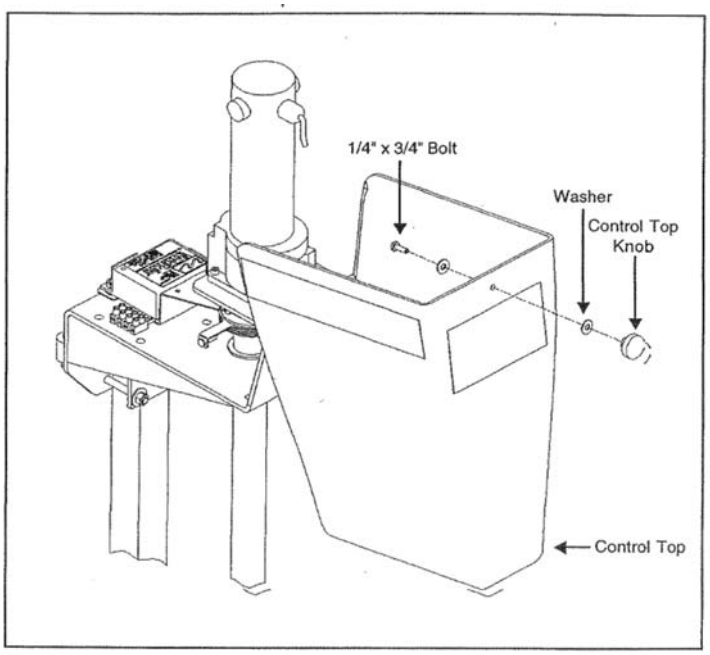

Figure 1: Control Top Knob
2. Attach cover knob to control top cover with provided 1/4" x 3/4" bolt and washers. Figure 1